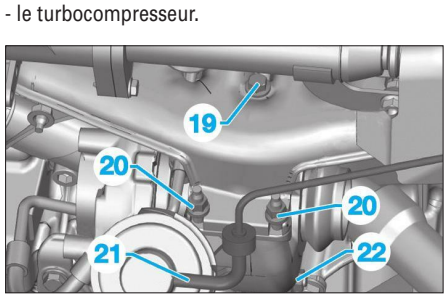

**Fig. 50**
- la vis (19) **(Fig.50)**,
- les écrous (20).
• Déconnecter le tuyau (21).
- la vis (22),